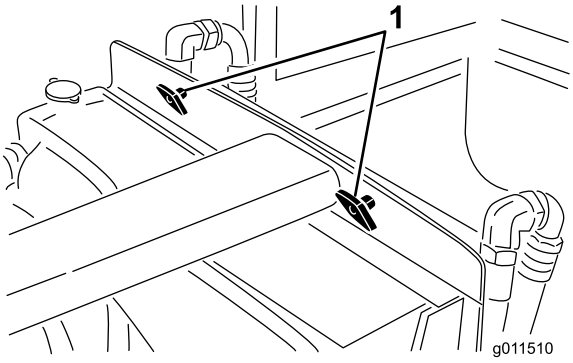

Figura 67
2. Retire los pomos (Figura 67) que sujetan el enfriador de aceite al bastidor.